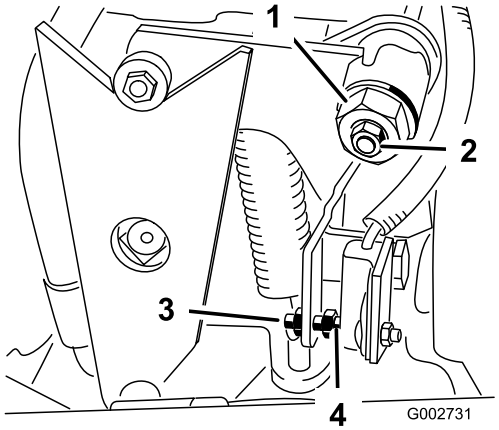

**Figur 33**
4. Lossa låsmuttern på hjuldrivningens justeringskam (Figur 33).
5. Starta motorn och vrid den sexkantiga kambulten (Figur 33) i bägge riktningar för att fastställa neutrallägets mittpunkt.
3. Justera skruven tills mellanrummet är 1,5 mm ± 0,8 mm (Figur 33).